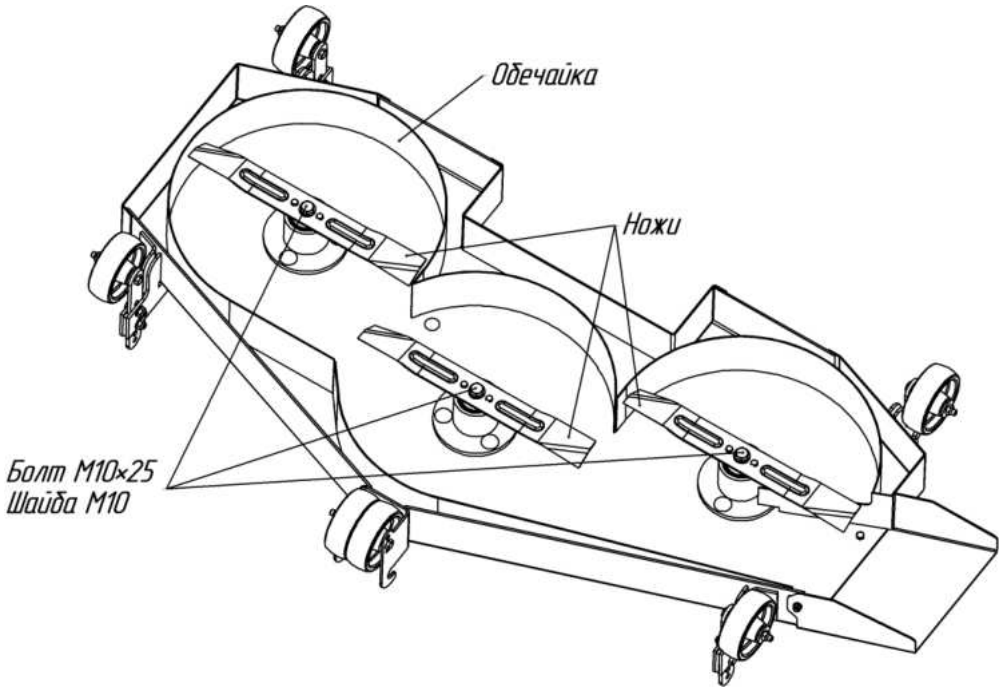

Рис.2. Общий вид деки газонокосилки (вид снизу).
– открутить болты М10×25 с шайбами М10 и снять ножи (рис.2);
– установить ножи (заточенные или новые) и закрутить болты М10×25 с шайбами М10 на место (рис.2).